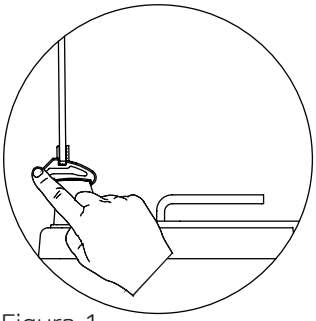

Figura 1
1. Come mostrato nella figura 1, lo sportello in vetro può essere chiuso premendo con un dito il fermo situato sulla clip di plastica.